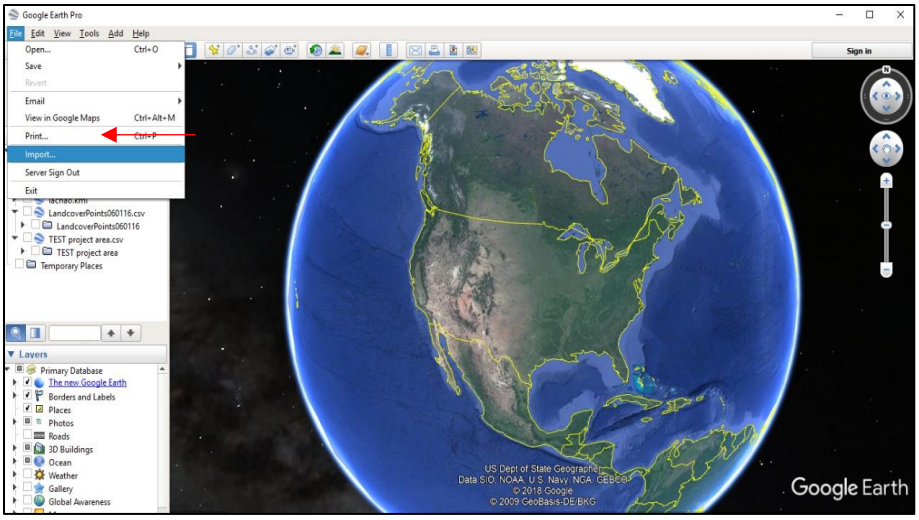

Figure 48. Import CSV into Google Earth Pro
2.2 Import the exported CSV file (Figure 48).